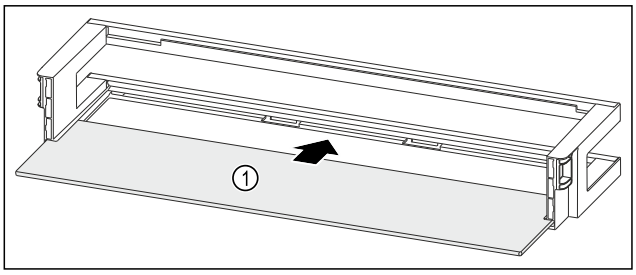

Fig. 257 Door rack with shelf
▶ Push the shelf *Fig. 257 (1)* into the side recesses.